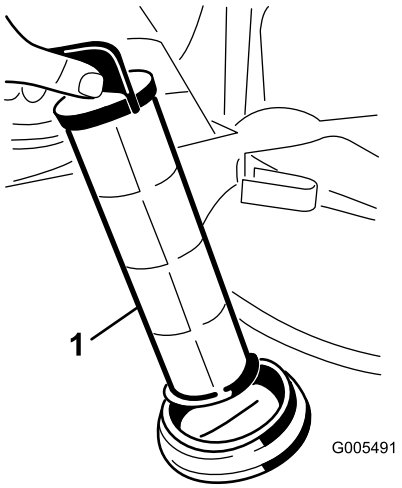

Figur 62
4. Dra ut sugfiltret ur hålet (Figur 62).